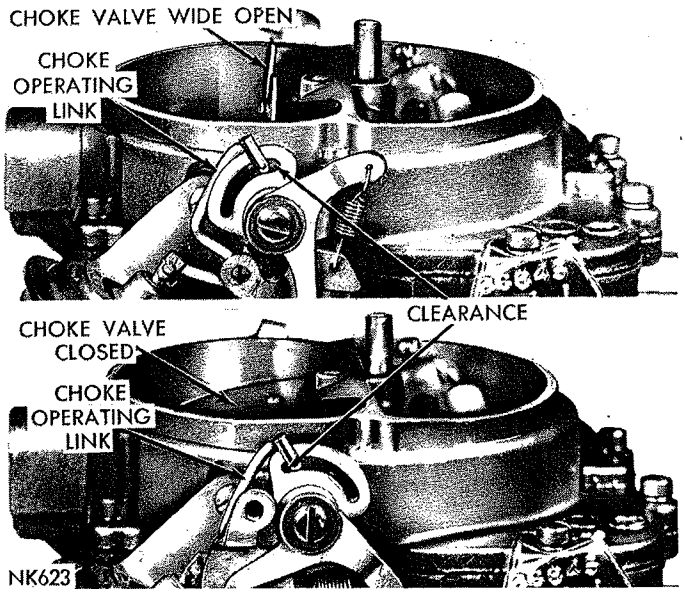

***Fig. 13—Choke Operating Link Clearances***
(8) With no vacuum applied to diaphragm, some clearance should exist between choke operating link and choke lever slot, in both the open and closed choke valve positions, as shown in (Fig. 13).